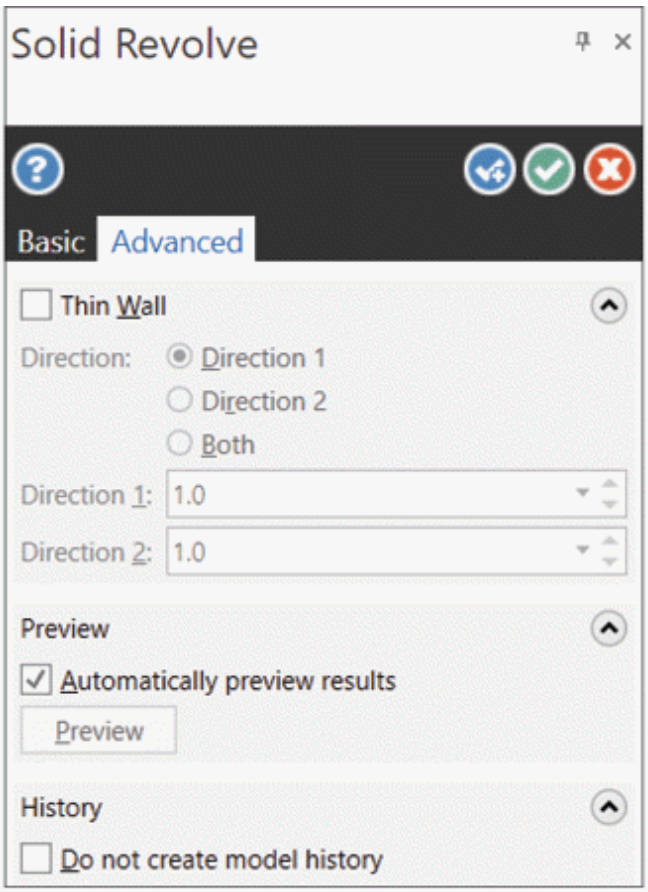

Figure-23. Advanced tab of Solid Revolve Manager
- Click on the **Advanced** tab in the **Manager** to specify advanced parameters of revolve solid feature; refer to Figure-23.